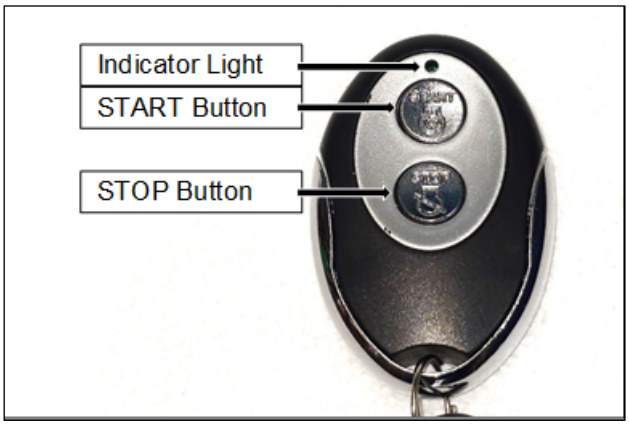

Figure 12 Wireless Remote Control Fob
1. Point the remote-control fob in the direction of the generator and momentarily press the remote-control START button for at least one second and then release it (see Figure 12). The electric starter motor will automatically engage and start the engine.